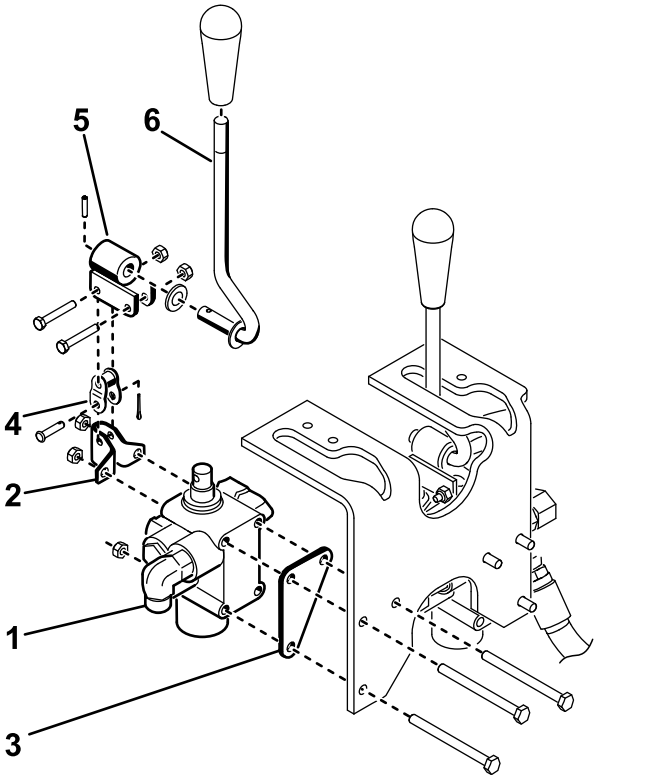

Figure 9
2. Mount the valve assembly, pivot bracket, and valve plate to the frame with 3 bolts (1/4 x 3 inches) and 3 locknuts (Figure 9). Position the valve plate against the front of the frame member when mounting, and torque the fasteners to 10 to 12 N·m (90 to 110 in-lb).
3. Loosely mount the pivot lever assembly to the valve spool and to the offset link with 2 bolts (#10 x 1-1/4 inch) and 2 locknuts (Figure 9).